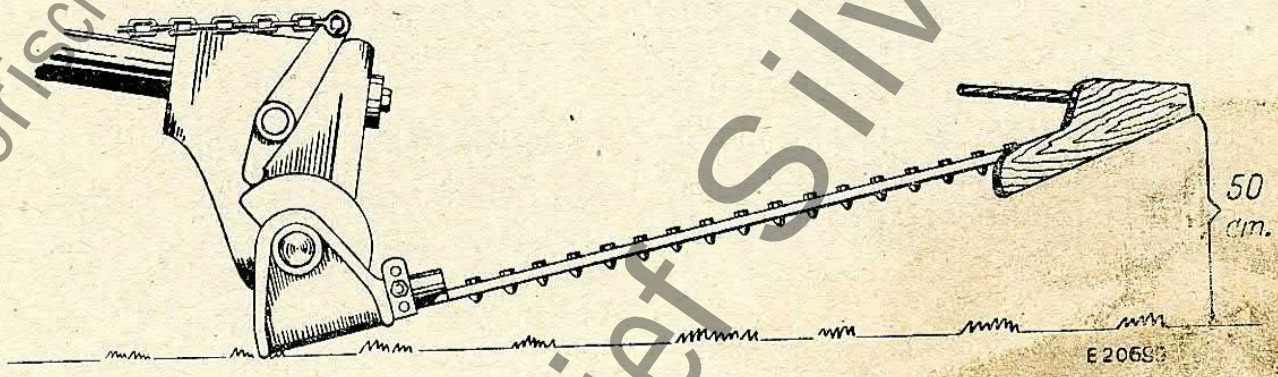

Bild 12.
**Automatische Schaltung überprüfen** (Bild 12).